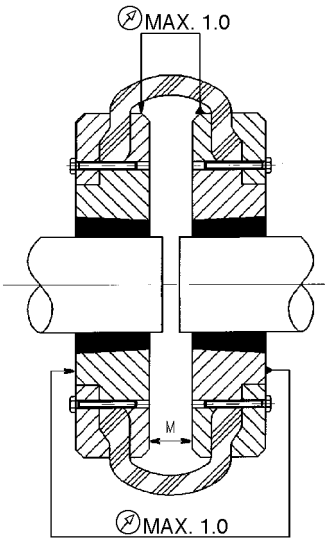

**Fig. 6 Alignment requirements**
4. Align the coupling acc. to figure 6.
| 1 | Rubber ring for shaft coupling, applicable to arrangement 7 (figure 6 page 10). |